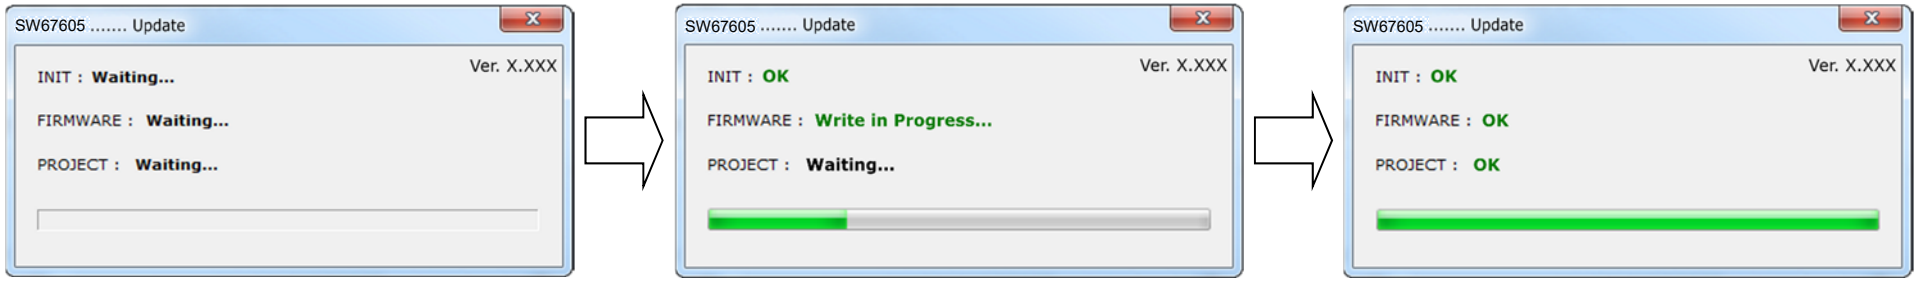

Abb. 10: Updatevorgang
- Nach erfolgreichem Updatevorgang (Abb.10) schalten Sie das Gerät aus.
- Nach erfolgreichem Updatevorgang (Abb. 10), läuft das Gerät automatisch mit den neuen Parametern im RUN-Modus weiter.